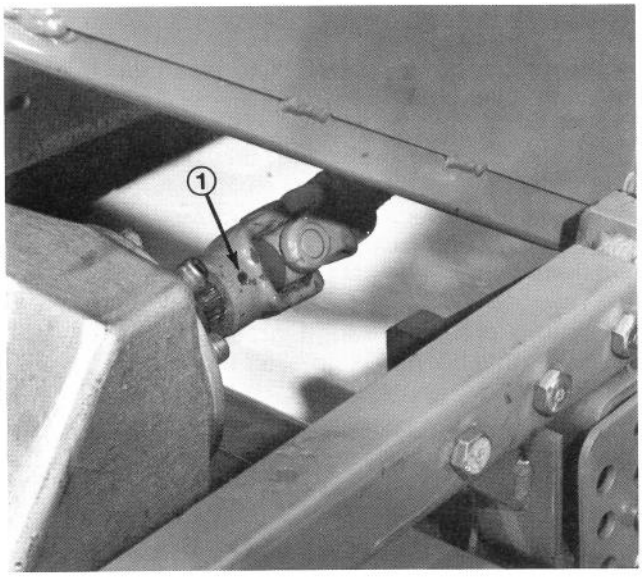

Figure 29
3. Lower cutting unit, remove pins from height-of-cut brackets (4).
4. Drive roll pin out of yoke and input shaft of gear box (Fig 29). Slide yoke off the input shaft. If traction unit will be used without the cutting unit, remove the PTO shaft from the traction unit; refer to PTO Shaft Removal, page 15.